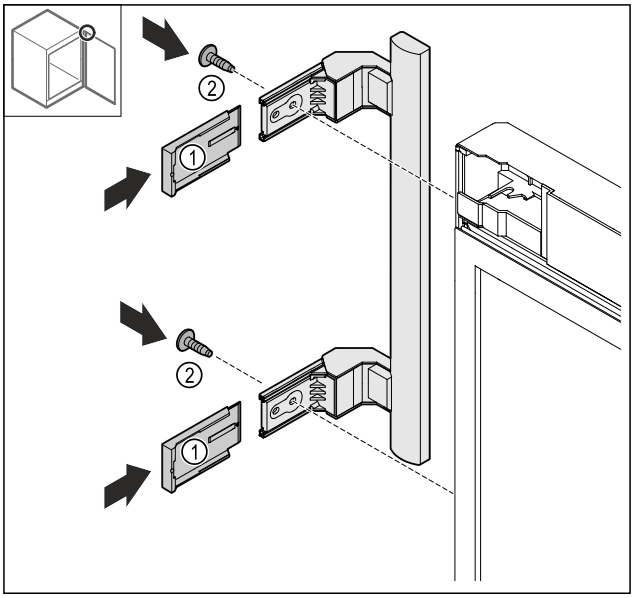

Fig. 17
▶ Afdekkingen *Fig. 17 (1)* terugplaatsen.